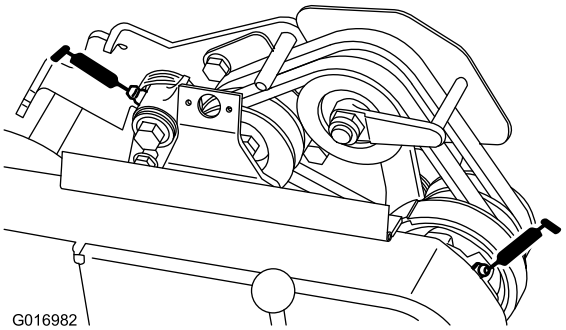

**Figura 24**
- 2 nos apoios da correia (Figura 24).